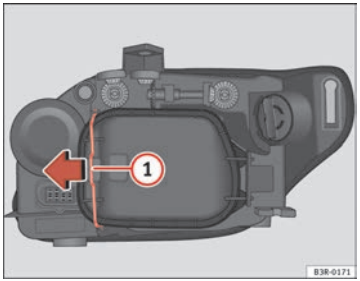

Fig. 200 Side light bulb (outside of vehicle)
- Move the brace ⇒ fig. 200 (1) in the direction of the arrow and remove the rigid cover, separating the brace side and then removing the two tabs from the other end of the cover.